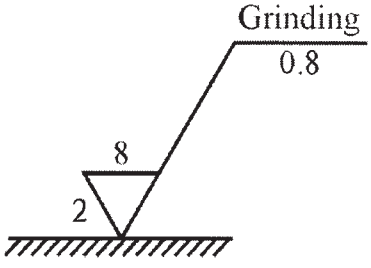

Fig. No. 1
g) State the meaning of the symbol shown in Figure No. 1.